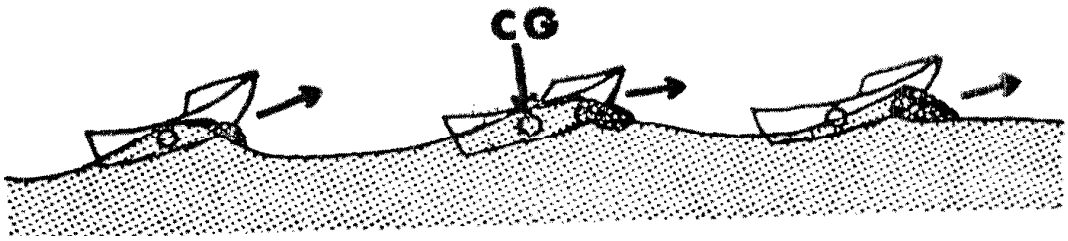

Figure 19 - Correct positioning
d. Carefully counteract the broaching tendency in the longshore current. This may be difficult since the boat will be making very little speed through the water. Here experience in properly positioning the boat on the wave is most vital. (Figure 19 shows correct positioning.)